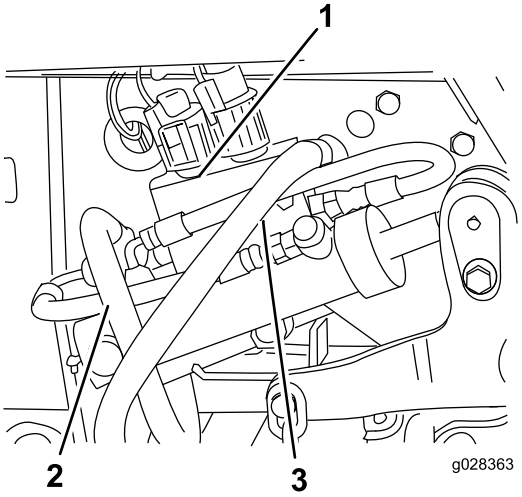

**Rysunek 100**
16. Odłącz przewód do zbiornika od zaworu sterującego (Rysunek 100).
19. Odłącz przewód ciśnieniowy od zaworu sterującego (Rysunek 100).